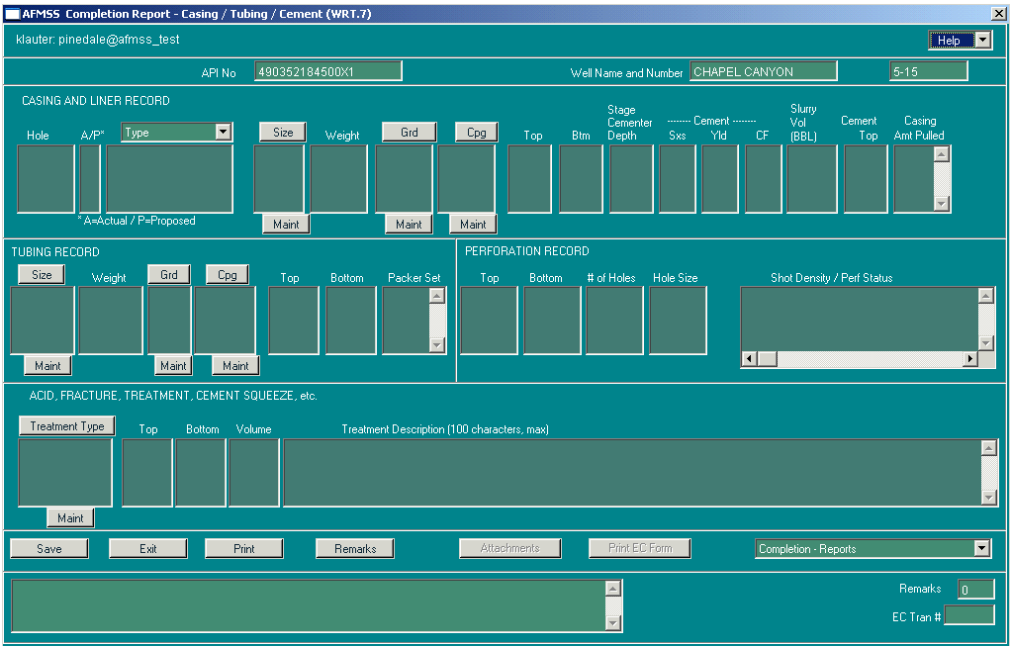

Figure 3-36: Non-Indian AFMSS Completion Report–Casing/Tubing/Cement (WRT.7) Window
2. Click the **Well Data** button and select the **Completion Casing/Tubing/Cement** option. This launches the *Non-Indian AFMSS Completion Report–Casing/Tubing/Cement (WRT.7)* window Figure 3-36 above). This report contains data for casing; perforation; tubing; and acid, shot, fracture and cement squeeze.